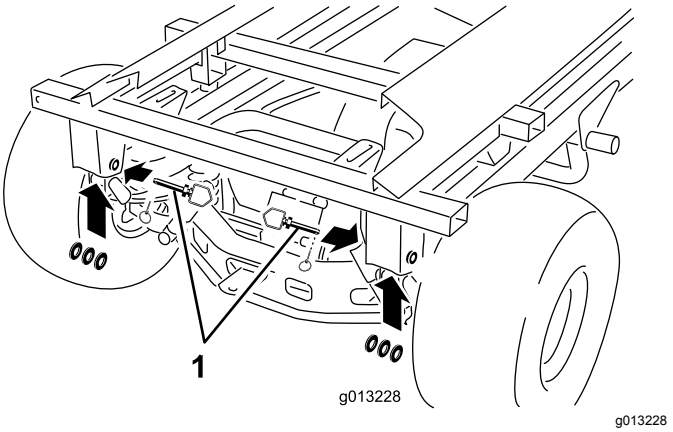

**Figur 50**
10. Fjern de bageste ringstifter, koblingstapper og spændeskiver (Figur 50).